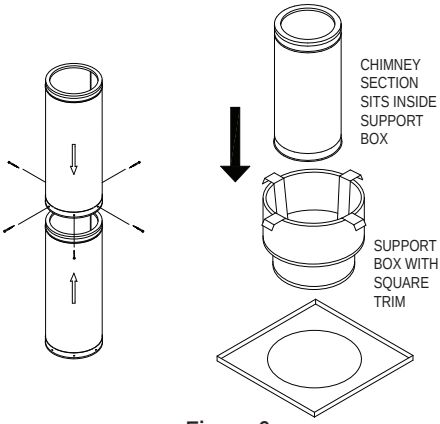

Figure 9
8. Assemble Chimney Sections: Lower the female end of the first Chimney Section in the Support Box *(Fig 9)*. Sheet metal screws are not required between the first Chimney Section and the Support Box. For each additional Chimney Section use the (6) Sheet metal screws provided to make a secure connection between the chimney sections *(Fig 9)*. Do not penetrate the inner liner of the chimney.